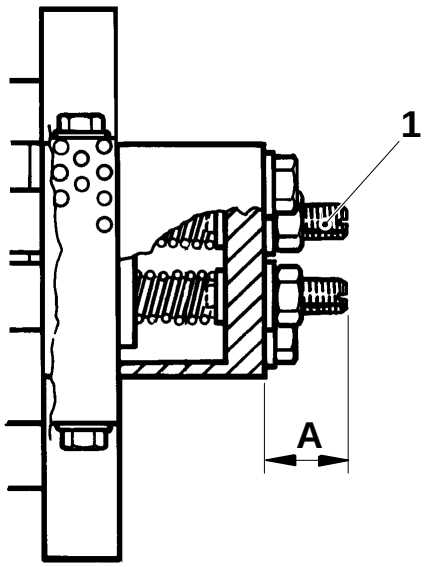

Fig 1
c) Set measurement A, see fig. 1.